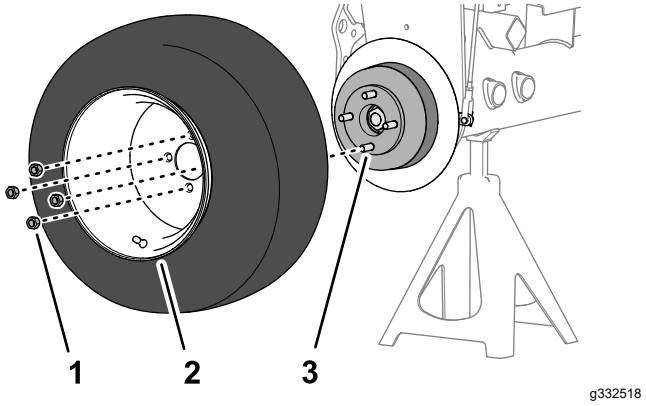

Figuur 86
1. Monteer het wiel aan de naaf met de 4 wielmoeren (Figuur 86) en draai de wielmoeren met de hand vast.